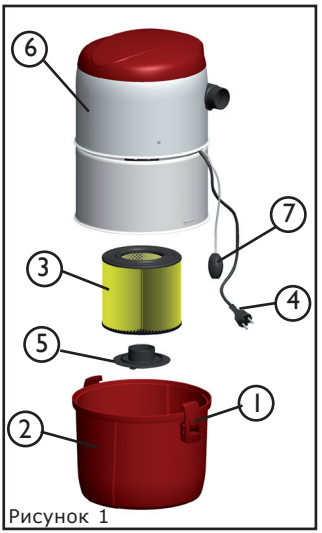

Рисунок 1
2.2 ОБСЛУЖИВАНИЕ ФИЛЬТРА[РИСУНОК 1]
- Проверьте, правильно ли подключен низковольтный соединитель [рисунок 1;7] к его противоположной части на настенном кронштейне центрального блока.
- Проверьте, можно ли включить центральный блок низковольтным соединителем [рисунок 1;7] центрального блока, замкнув пусковую цепь куском металлического провода.
- После обнаружения места засорения отсоедините центральный блок и проверьте отсутствие засорений в соединительных шлангах. Затем используйте втулки всасывающего шланга, чтобы присоединить соединение со стороны всасывания к пневморозетке вдоль засоренного участка (или к пневморозетке, которая находится ближе всего к засорению, если засорение в трубе рамы). Включите центральный блок через низковольтный соединитель (рис. 1,7) при помощи куска металлической проволоки, а затем перейдите к месту обычной установки центрального блока. Закрывайте и открывайте отверстие всасывающего трубопровода рукой, чтобы направить толчки вакуума к засоренной трубе. Если закупорка не будет устранена в течение 10-15 секунд, отсоедините центральный блок от пневморозетки, чтобы позволить воздуху проходить через турбину и предотвратить ее от перегрева. Повторите процесс примерно через 1 минуту.
Перепускной клапан можно блокировать в течение осмотра, например, при помощи куска картона (рисунок 2). Включите центральный блок при всех закрытых пневморозетках через низковольтный соединитель (рис. 1,7), используя кусок металлической проволоки. Если через 10 секунд из выхлопного трубопровода все еще выходит воздух, в трубопроводе есть утечка. Утечку необходимо обнаружить и устранить. Не запускайте блок дольше 20 секунд, если все пневморозетки закрыты. Если установка полностью герметична, на турбину не будет поступать воздух, поэтому возможен перегрев и повреждение.